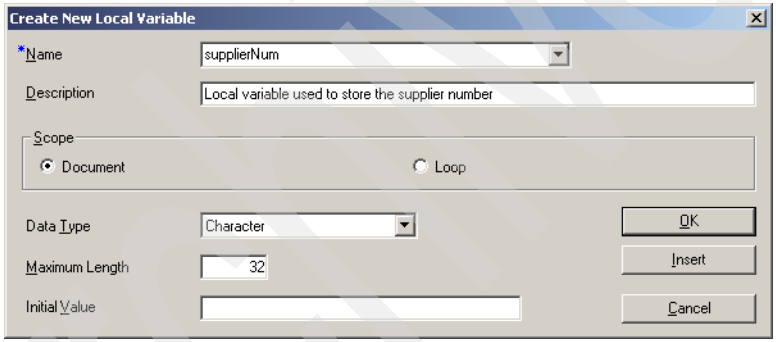

Figure 15-34 Create new local variable
1. The Create a New Local Variable window opens (Figure 15-34). Give the new local variable a name, for example `supplierNum`. Accept all other default values and click **OK**.